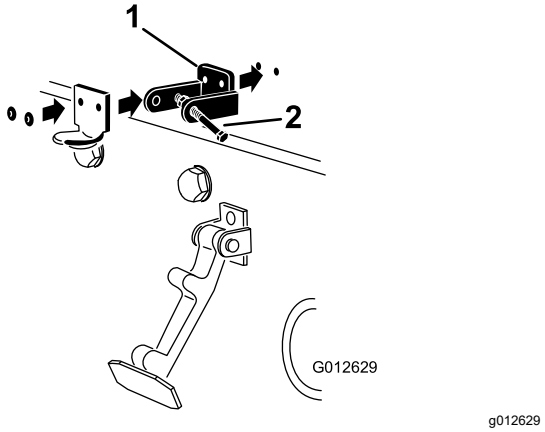

Figur 6
5. Nagle brakettene og skivene til panseret (Figur 6).